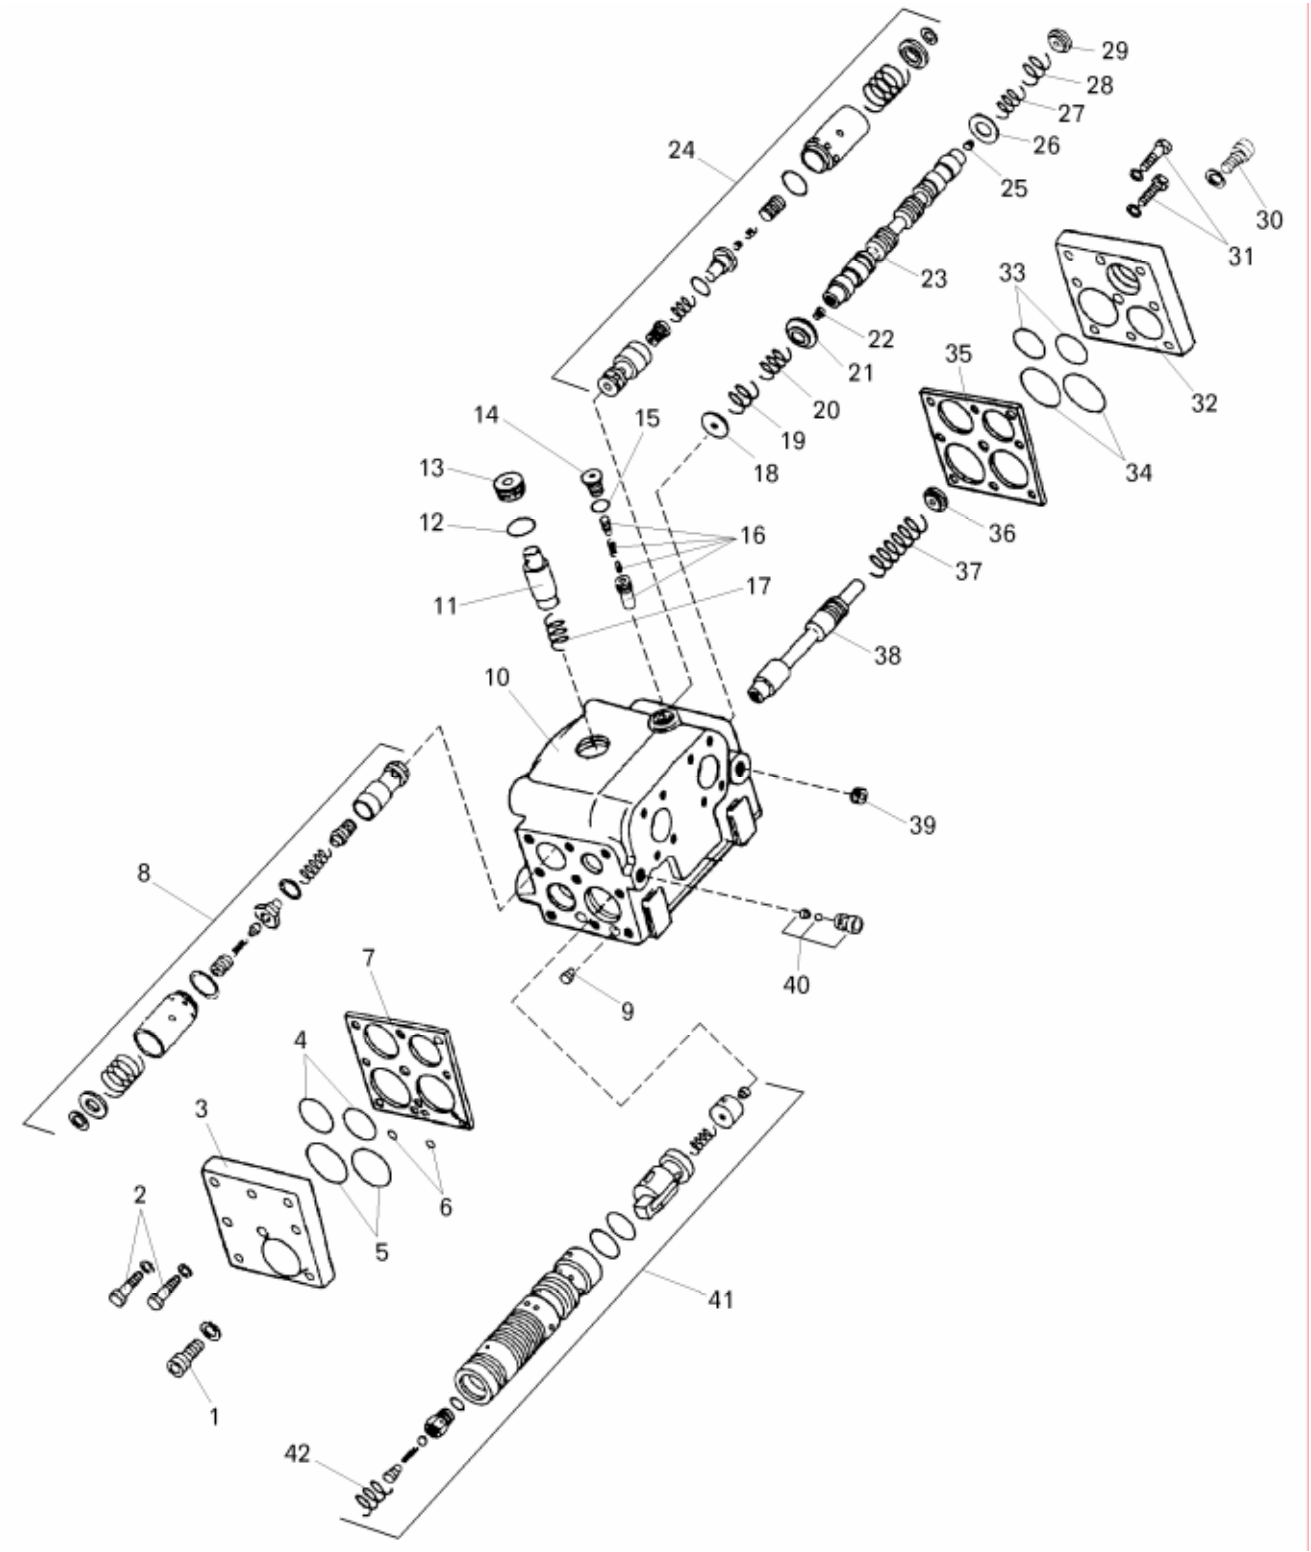

Рисунок 9.7 – Усилитель потока:
– отвернуть болты 30 и 31 с пружинными шайбами, снять крышку 32, уплотнительную плиту 35 и уплотнительные кольца 33 и 34 (рисунок 9.7);
Предохранительный клапан 16 (смотри рисунок 9.7), дроссель с обратным клапаном 40 и клапан противодавления 11 также обслуживаются как отдельные узлы целиком.